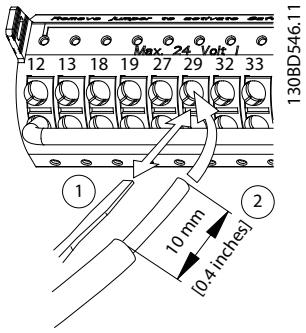

図 5.21 フレキシブルコントロールワイヤの接続
- フレキシブルワイヤの場合は、端子の穴の間のスロットに小さなドライバーを挿入し、ドライバーを内側に向けて押して接点を開きます。*図 5.21*をご参照ください。次に、剥き出しのワイヤを接点に挿入し、ドライバーを取り外します。